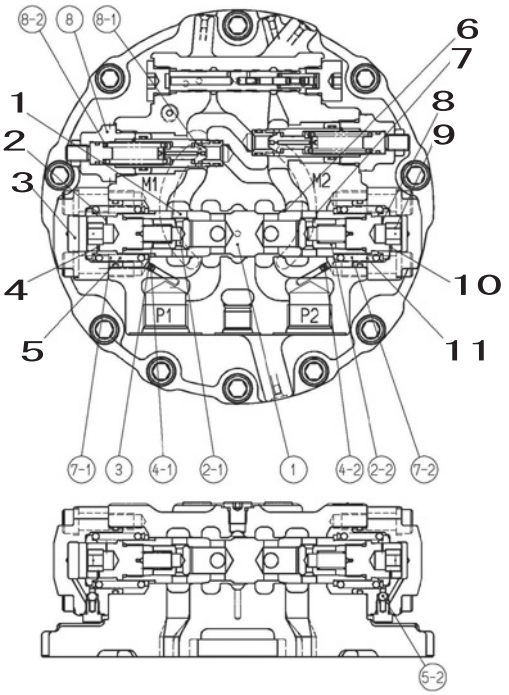

Figure 5 Double counter balance valve and relief valve during piston motor control
D. Piston motor braking (Figure 5)